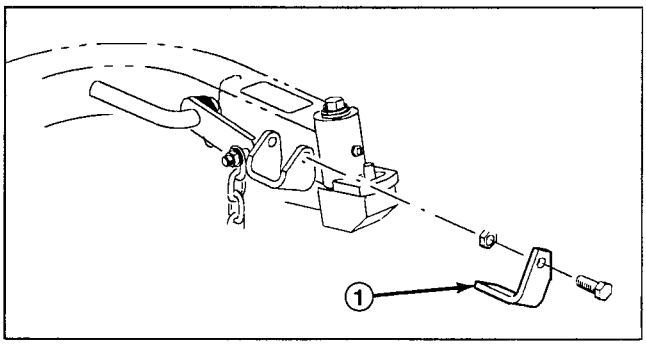

Figure 11
6. (Model 03504 only) On left rear lift arm only, mount a cutting unit stop with a 3/8–16 x 1" capscrew and locknut. Position stop as shown in fig. 11.